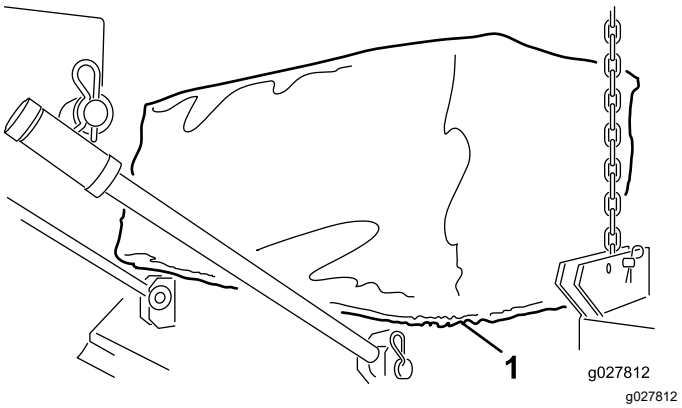

Bild 4
4. Bringen Sie die Öse der Abdeckung um die Lippe an den Öffnungen des Versa Vac und des Mähwerks an (Bild 4).